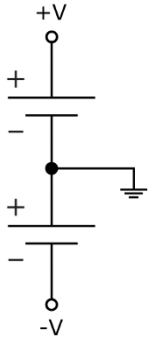

Figura 14-6: Algunos circuitos requieren fuentes de alimentación positivas y negativas.
Algunos circuitos (por ejemplo, los circuitos con amplificadores operacionales, que se describen en el capítulo 11) requieren fuentes de alimentación de CC tanto positivas como negativas. A menudo, la fuente positiva se representa con un círculo abierto denominado +V y la negativa con un círculo abierto denominado –V. Si no se especifican los voltajes, pueden ser +5 VCC y –5 VCC. La figura 14-6 muestra cómo se implementan realmente estos puntos de conexión de la fuente de alimentación.
- ✓ **Símbolo de tierra único:** El esquema muestra todas las conexiones a tierra conectadas a un solo punto. No suele mostrar la fuente o fuentes de alimentación (por ejemplo, la batería), pero debe asumirse que la tierra se conecta a las fuentes de alimentación de CC, tanto positivas como negativas (consulte la Figura 14-6).